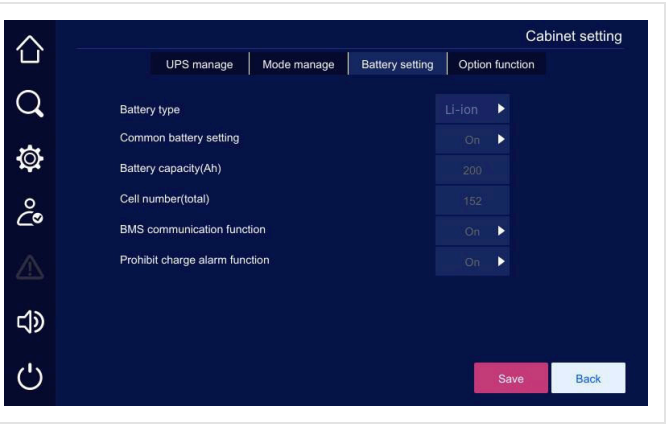

FIGURE 6-33 Battery setting: Li-ion with BMS communication On
5. In **Cabinet setting › Battery setting**, set **Battery type** to the Li-ion (BMS) entry and **BMS communication function** to On (Figure 6-33). The communication link is then made.